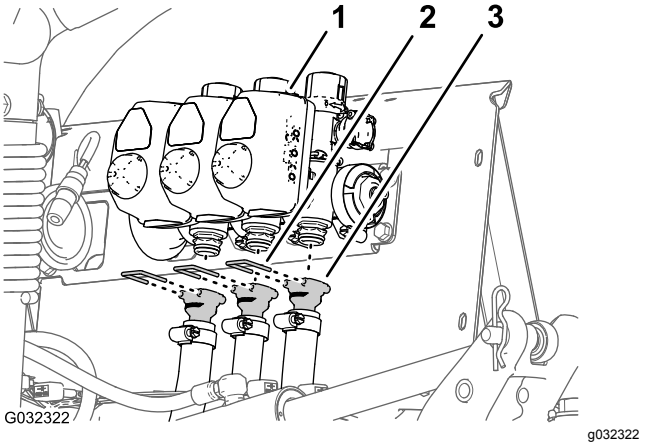

Figuur 49
6. Verwijder de borgclips waarmee de rechte, geribde fittings bevestigd zijn aan de linker, middelste en rechter spuitboomkleppen (Figuur 49).
7. Verwijder de slangen van de linker, middelste en rechter spuitboomkleppen van de machine (Figuur 49).